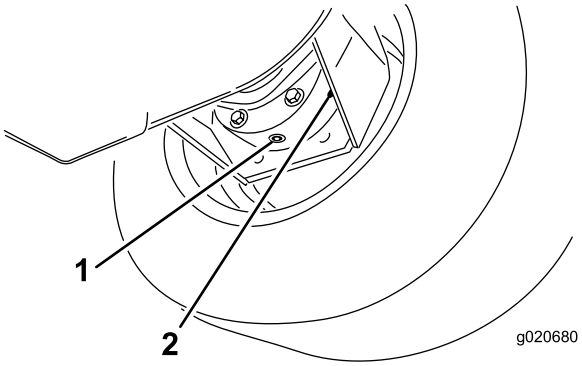

Figur 63
3. Placera ett kärl under bromshuset, ta bort pluggen och låt oljan rinna ned i kärlet (Figur 63).